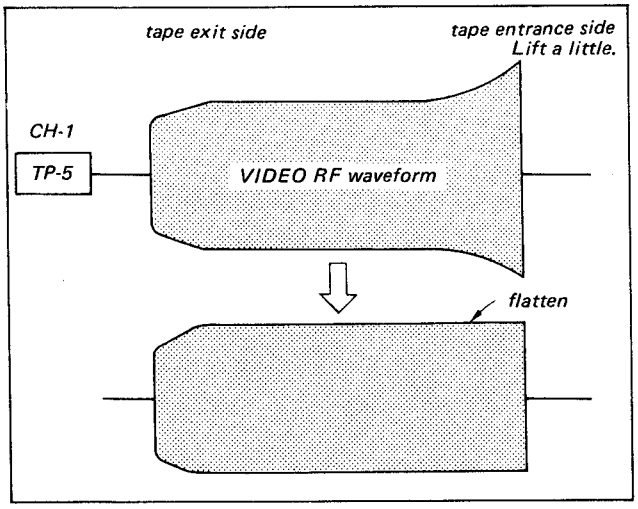

Fig. 10-10. Adjustment of "S" side guide block
7. Adjust the height adjustment screw "HA" so that the lifted part of the RF waveform lowers and becomes flat as possible, as shown in Fig. 10-10.